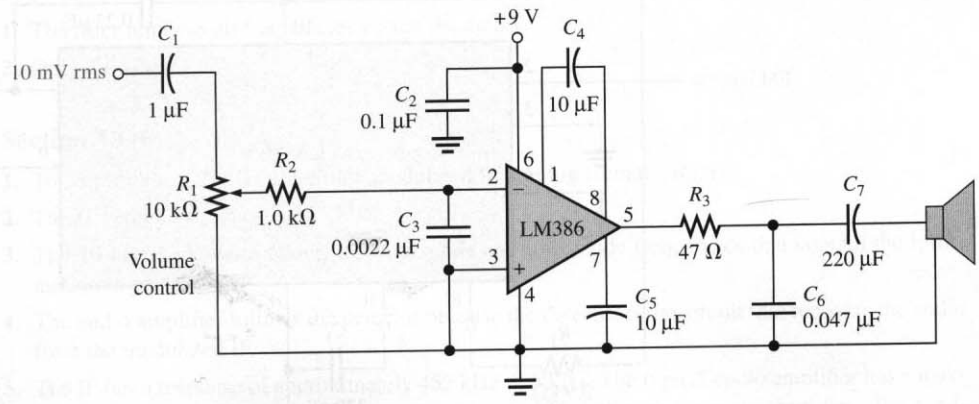

FIGURE 13–72
26. Determine the maximum and minimum output voltages for the audio power amplifier in Figure 13–72.